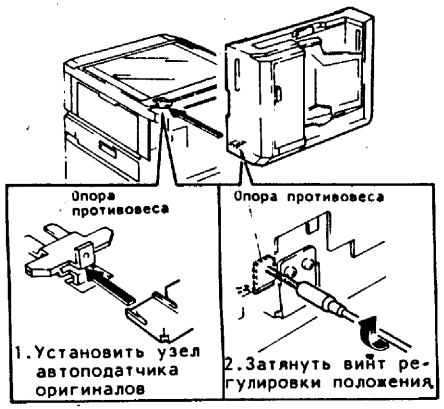

Рис.10. Установка узла дуплексного автоподатчика оригиналов.
(18) Вставить узел автоподатчика оригиналов в опору пртивовеса, затянуть регулирующие винты на опоре противовеса (рис.10).